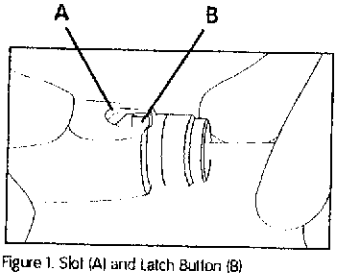

Figure 1. Slot (A) and Latch Button (B)
1. To insert a morcellator, orient the handpiece so that you can see slot (A) on the handpiece and the latch button (B) on the morcellator. Insert the morcellator into the handpiece so that the latch button goes into the slot (Figure 1). The latch button should be pushed in proximally as far as possible for a positive lock.